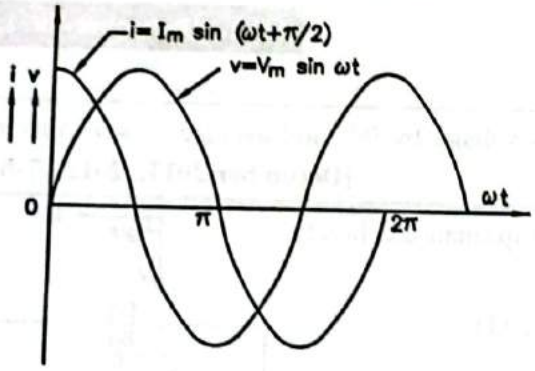

FIG. 2.38 : WAVEFORMS OF $v$ AND $i$
- Graphical and phasor representation of the these quantities are shown in Fig. 2.38 and 2.39 respectively.